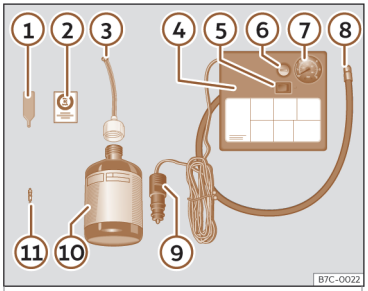

Abb. 34 Prinzipdarstellung: Bestandteile Pannenset.
Das Pannenset befindet sich im Gepäckraum unter dem Bodenbelag. Es besteht aus folgenden Bestandteilen››› **Abb. 34** :
- Ventilkappe und Ventileinsatz vom Reifenventil abschrauben. Verwenden Sie den Ventileinsatzdreher››› **Abb. 34** (1) zum Herausschrauben des Ventileinsatzes. Legen Sie den Ventileinsatz auf einem sauberen Untergrund ab.
- Reifendichtmittelflasche kräftig schütteln ››› **Abb. 34** (10).
- Schrauben Sie den Einfüllschlauch ››› **Abb. 34** (3) auf die Dichtmittelflasche. Die Folie am Verschluss wird automatisch durchstoßen. »
• Verschlussstopfen vom Einfüllschlauch ››› Abb. 34 ③ entfernen und das offene Ende ganz auf das Reifenventil stecken.
• Ventileinsatz mit dem Ventileinsatzdreher ››› Abb. 34 ① wieder in das Reifenventil schrauben.
• Reifenfüllschlauch››› Abb. 34 ⑧ des Luftkompressors fest auf das Reifenventil schrauben.
• Prüfen, ob die Luftablassschraube ››› Abb. 34 ⑥ zugedreht ist.
• Stecker››› Abb. 34 ⑨ in die 12 Volt-Steckdose des Fahrzeugs stecken››› Seite 156 .
• Luftkompressor mit dem EIN- und AUS-Schalter››› Abb. 34 ⑤ einschalten.
• Kleben Sie den Aufkleber››› Abb. 34 ② im Sichtfeld des Fahrers auf das Kombi-Instrument.
Den Reifenfüllschlauch››› Abb. 34 ⑤ wieder anschließen und den Reifenfülldruck an der Reifenfülldruckanzeige ⑥ ablesen.